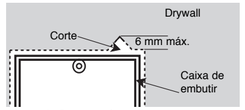

Figura 1: Corte na drywall
2. Use um canivete afiado para fazer um corte (~6 mm.) na drywall acima do canto direito superior da caixa de embutir (consulte a Figura 1)